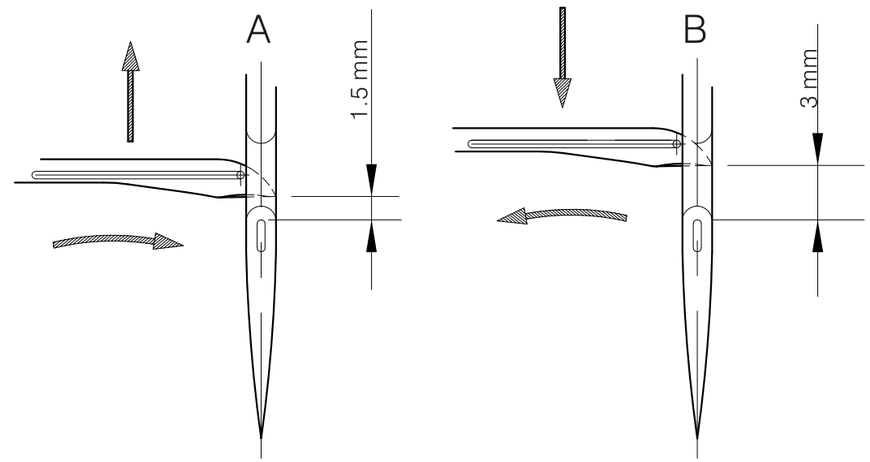

Fig. 8
1. Cuando la aguja empieza a moverse hacia arriba desde el punto muerto inferior, y la punta del bucleador se mueve de atrás a adelante al lado del borde izquierdo de la aguja como en la Fig. 8 (A) muestra, el espacio entre la punta del bucleador y el borde superior del ojal de aguja debe ser 1.5 mm.
2. Cuando la barra aguja se mueve hacia abajo, y la punta del bucleador se mueva desde el fondo del punto muerto frontal al borde izquierdo de la aguja como se muestra Fig. 8 (B), el espacio desde la punta del bucleador al borde superior del ojal de aguja debe ser 3 mm. Estas dos condiciones deben tener una relación de ritmo apropiada.